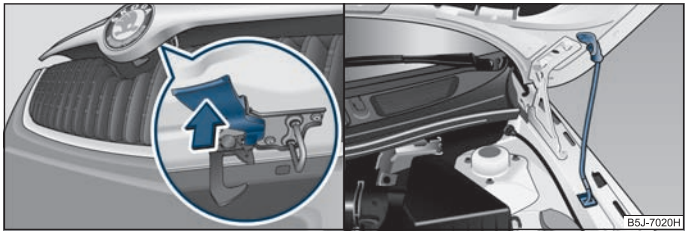

Fig. 135 Radiator grille: Locking lever / securing the bonnet with the bonnet support
- Pull on the locking lever ⇒ fig. 135, the bonnet is then unlocked.
- Take the bonnet support out of its holder and set it in the opening designed for it ⇒ fig. 135 on the right.